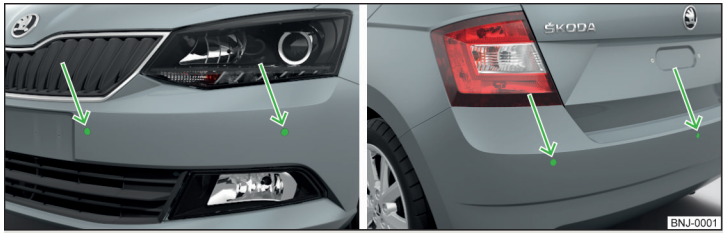

Fig. 127 **Lugar de instalación de los sensores del lado izquierdo del vehículo: delantero / trasero**
- Mantener los sensores del sistema » fig. 127 *de la pág. 107* limpios, libres de nieve y hielo, y no cubrirlos con ningunos objetos, de lo contrario puede estar limitado la función del sistema.
El sistema calcula la distancia entre el parachoques y un obstáculo mediante ondas ultrasónicas. Los sensores ultrasonidos se encuentra según el equipamiento del vehículo en el parachoques trasero y/o también en el delantero » fig. 127.